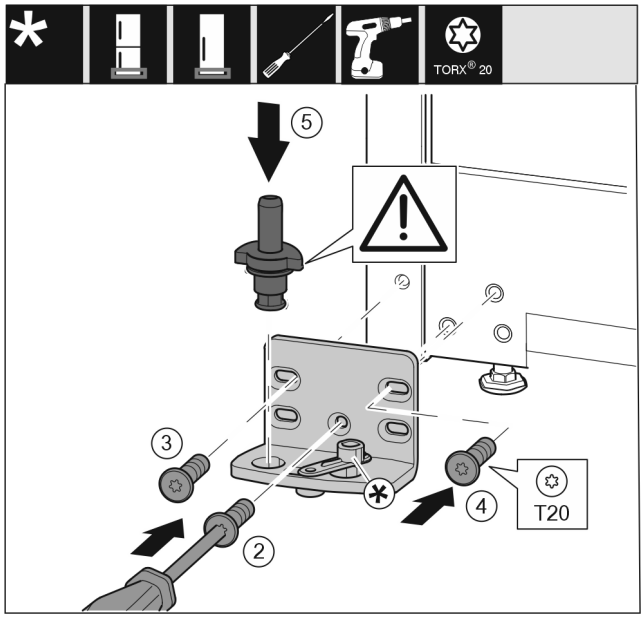

Fig. 21
- ▶ Lagerbock auf der anderen Seite ansetzen und mit Hilfe eines Schraubendrehers anschrauben. Mit der Schraube *Fig. 21 (2)* unten in der Mitte beginnen.
- ▶ Schraube *Fig. 21 (3)* und Schraube *Fig. 21 (4)* festschrauben.
- ▶ Lagerbolzen *Fig. 21 (5)* komplett einsetzen. Dabei darauf achten, dass der Rastnocken nach hinten zeigt.